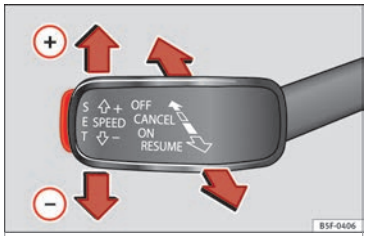

Fig. 49 Ver ubicación en la pág. 9-10 »
• Conectar el GRA: sitúe la tercera palanca en **ON** ››› **fig. 49**. El sistema se enciende, pero no regula por no tener programada ninguna velocidad.
• Activar el GRA: pulse el botón **SET** ››› **fig. 49**. Memoriza y regula velocidad actual.
• Desconectar el GRA temporalmente: mueva la palanca hasta **CANCEL** ››› **fig. 49** y suéltela o pise el freno. La regulación se desconecta temporalmente.
• Conectar el GRA de nuevo: mueva la palanca hasta **RESUME** ››› **fig. 49** y suéltela. La velocidad memorizada se guarda y regula de nuevo.
• Desconectar el GRA: mueva la tercera palanca hasta la posición ››› **fig. 49** a **OFF**. Se desconecta el sistema y la velocidad memorizada se borra.